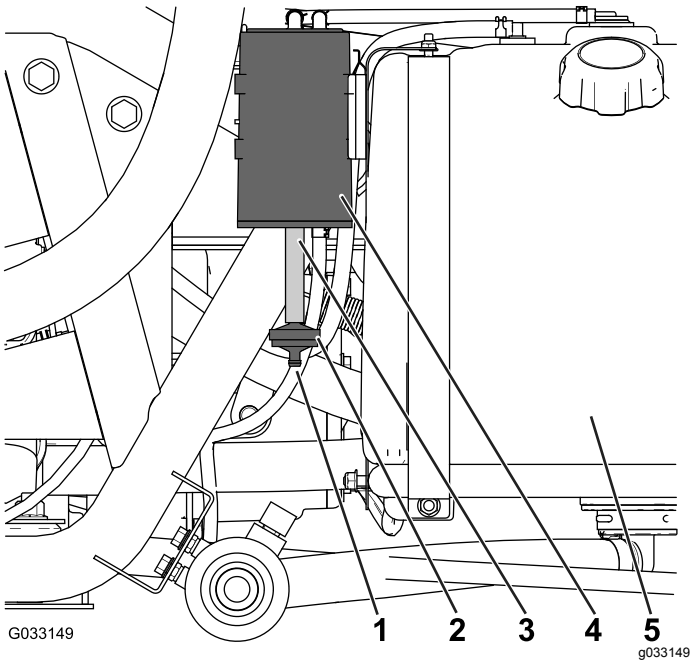

Figuur 42
Inspecteer de opening onderaan het luchtfilter voor de koolstofhouder en zorg ervoor dat deze vrij is van vuil en verstopping (Figuur 42).
1. Verwijder de geribde aansluiting van het koolstofhouderfilter van de slang onderaan de koolstofhouder. Verwijder het filter (Figuur 42).